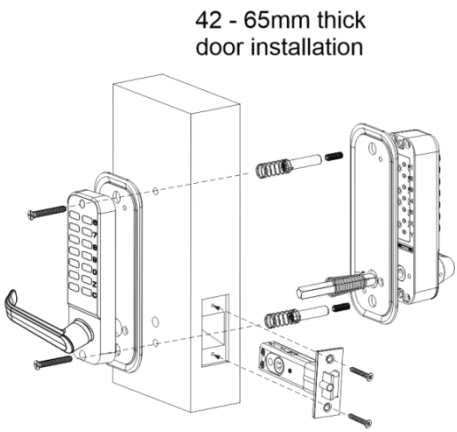

FIG8B
5) Installazione di porte spesse 42~65 mm, della serratura del pannello frontale e inserire il l'altra estremità nel foro su IL Indietro pannello.Dopo Per l'installazione, utilizzare la guarnizione in gomma in dotazione. e montaggio viti.(come in Fig. 8B)